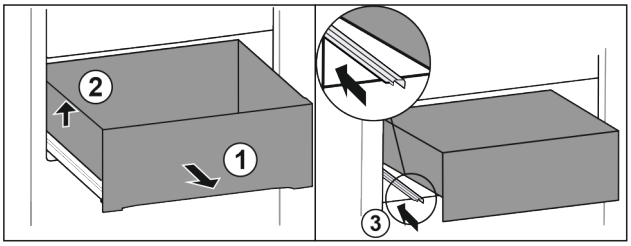

Fig. 159
▶ A fiókot ütközésig húzza ki. *Fig. 159 (1)*
▶ Emelje meg a fiók bal oldalát. *Fig. 159 (2)*
▶ Tolja be a bal oldali sínt. *Fig. 159 (3)*